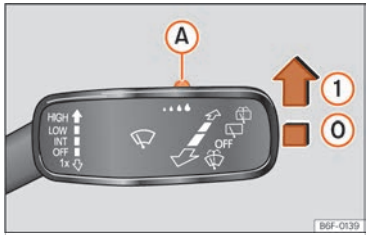

Fig. 77 Palanca de l'eixugaparabrises: ajustar el sensor de pluja (A).
Pressioneu la palanca a la posició desitjada ››› fig. 77.
Si es desconnecta l'encesa i es torna a connectar, el sensor de pluja segueix activat i torna a funciona quan l'eixugaparabrises està en la posició ››› fig. 77 (1) i se circula a més de 16 km/h (10 mph).